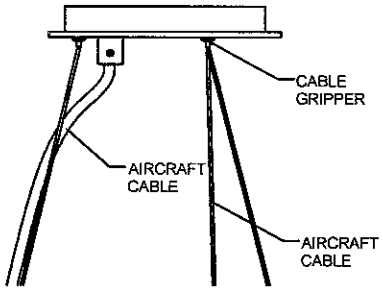

FIGURE-03
3. Insert the aircraft cables on the cable gripper attached on the canopy. (See Figure -03)
4. Insert the lead wire on the coupling attached on the canopy. (See Figure -03)